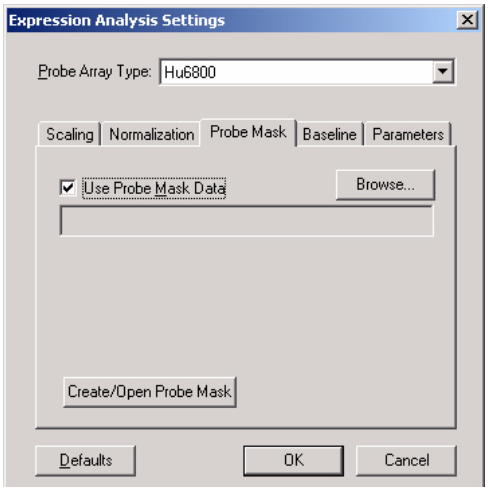

Figure G.14
1. In the Probe Mask tab, click **Create/Open Probe Mask** **(Figure G.14)**.